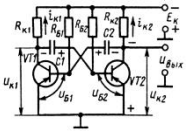

Рис.1.4
4. Показать по схеме мультивибратора с КБ связями (рис.1.4) путь прохождения тока при открытом состоянии транзистора VT2. Начертить временную диаграмму $U_{к1}(t)$.